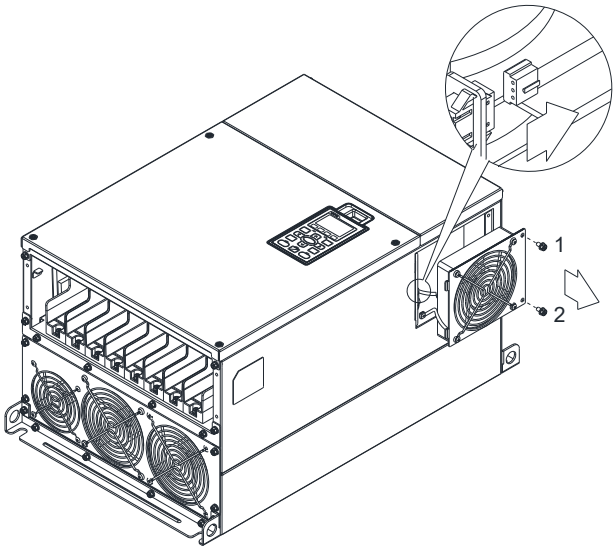

Figure 3
1. Loosen screw 1–2 (figure 3) and disconnect fan power and pull out the fan. (As shown in the enlarged picture 3) Screw 1–2 Torque: 24–26 kg-cm / [20.8–22.6 lb-in.] / [2.4–2.5 Nm]